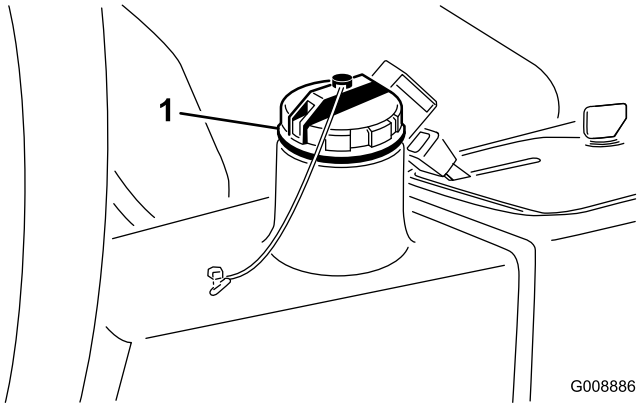

Figuur 77
4. Vul het reservoir (Figuur 77) met ongeveer 13,2 liter hydraulische vloeistof; zie Hydraulische vloeistof controleren (bladz. 31).